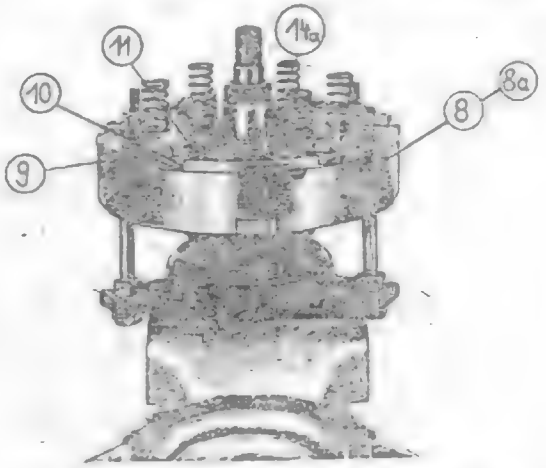

Rys.19a. Składanie sprzęgła - drugi etap
/10/ i zabezpieczyć /rys. 19a/
- Na sworznu dystansowym założyć podkładki dystansowe 00-18.196 /14a/ /rys. 19a/